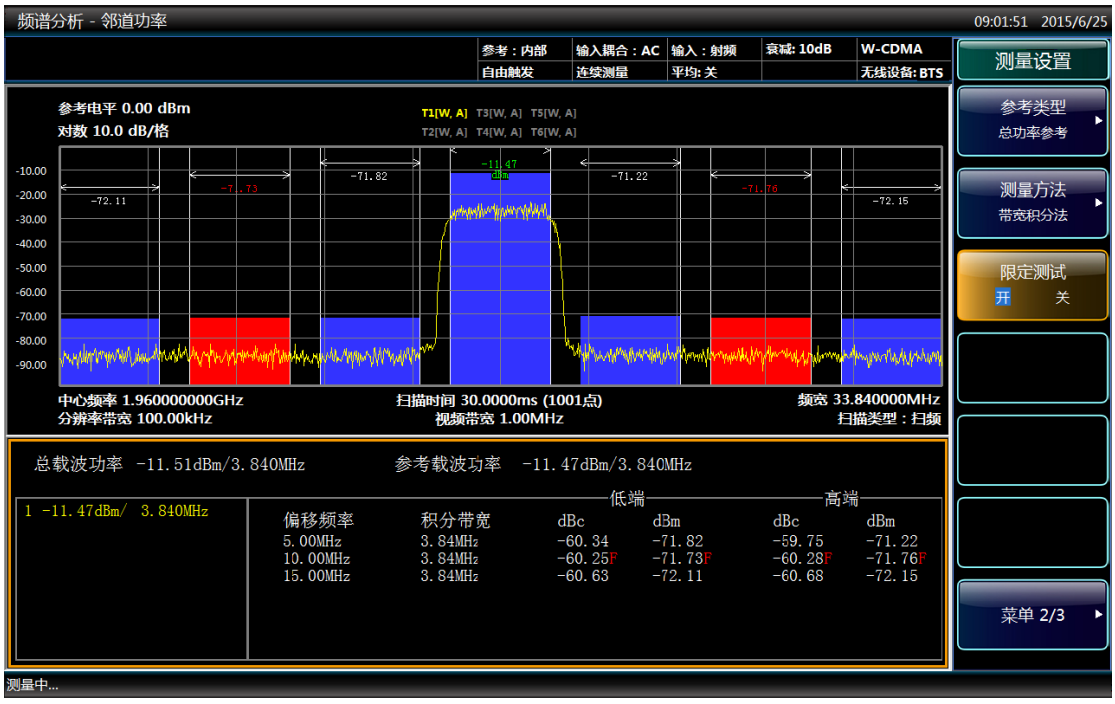

图 4.68 限定测试
- 在图 4.68 中，偏移 A 和 C 通过，偏移 B 失败。在偏移 B 中的功率电平超过了我们指定的-75dB，所以失败。失败信道的柱状图和功率标示将以红色显示。